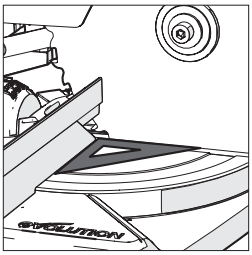

Rys. 14
- Należy umieścić ekierkę na stole, przykładając jeden krótszy bok do ogranicznika, a drugi krótszy bok do tarczy (unikając kontaktu z końcówkami z węglika wolframu TCT) **(Rys. 14)**.